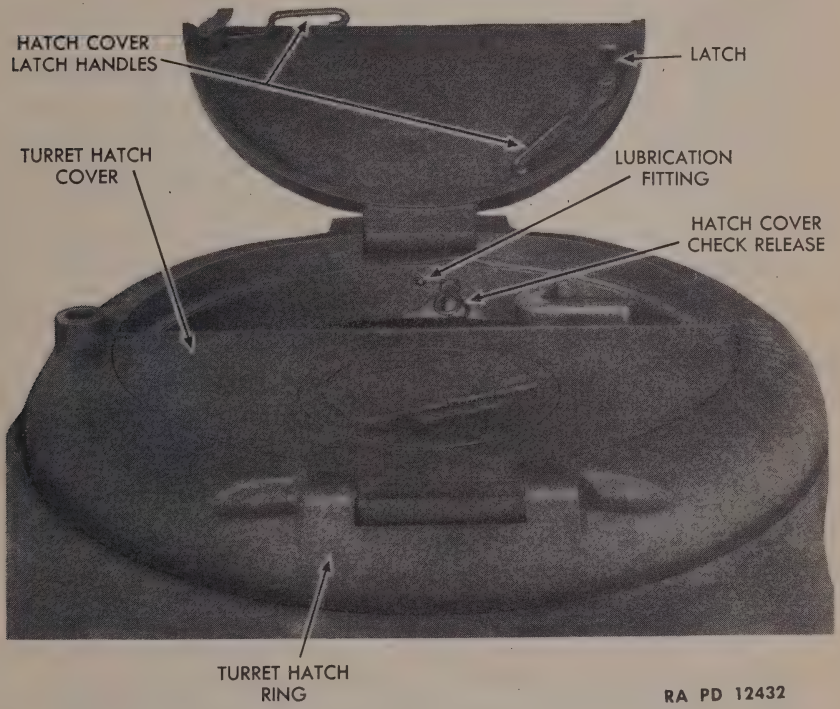

Figure 37—Detail of Turret Hatch
22. CLOSING THE TURRET HATCH (fig. 37).
a. When the turret hatch covers are open, a check release just below the hinge of each cover keeps them locked in the open position (fig. 37). To close the covers, pull out the release ring while pulling them closed. The cover without the locking levers should be closed first. Once both covers are closed, they should be locked by moving the latch handles to engage the latches with the rim of the hatch. To keep the hatch cover ring from revolving, turn it so the slot in the ring is in line with the latch, and move the latch into place.